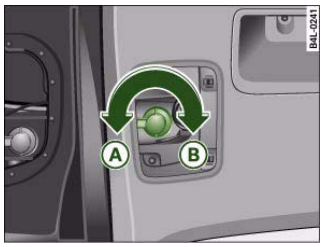

Fig. 257 Diagram: Bulb holder with a bayonet fastener
– Turn the bulb holder in the direction of the arrow (A) ⇒ fig. 257 as far as it will go and then take the bulb holder out of the light unit.
– Turn the bulb holder in the direction indicated by the arrow (B) ⇒ fig. 257 as far as it will go. ■